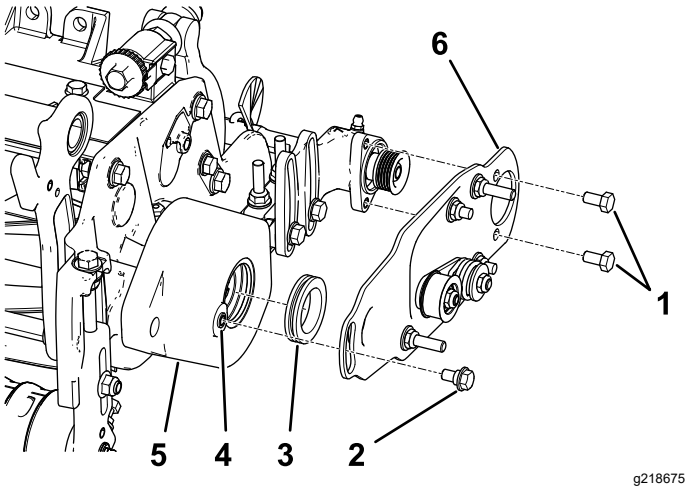

图 12
2. 在滚筒刷架中的套环内径上涂抹一层润滑脂图 12。
3. 安装左侧或右侧滚筒刷枢轴板图 12。
注意 确保怠轮皮带轮组件按 图 12中所示安装在底部。
4. 为 2 个螺栓5/16 x ½ 英寸涂抹防松螺纹油并用这两个螺栓将滚筒刷侧板安装到滚筒刷轴承座上 图 12。
5. 用 5/16–18 水龙头清除滚筒刷架中螺纹上的油漆然后再拧入轴肩螺栓图 12。
6. 在轴肩螺栓上涂抹防松螺纹油 图 12。
7. 用轴肩螺栓将滚筒刷侧板固定至滚筒刷架上图 12。